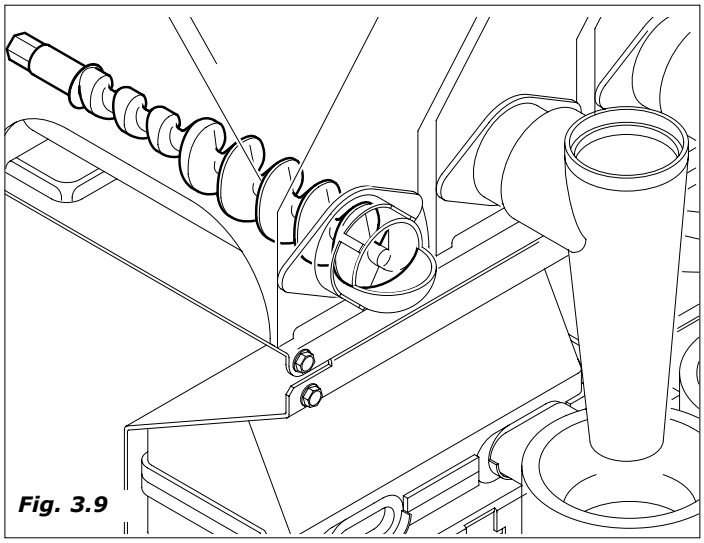

Fig. 3.9
- o motoredutor do produto soluvel ativa o caracol para vazar a quantidade de produto selecionado no misturador (em algumas versões mais produtos podem acabar no misturador) *(Fig.3.9)*